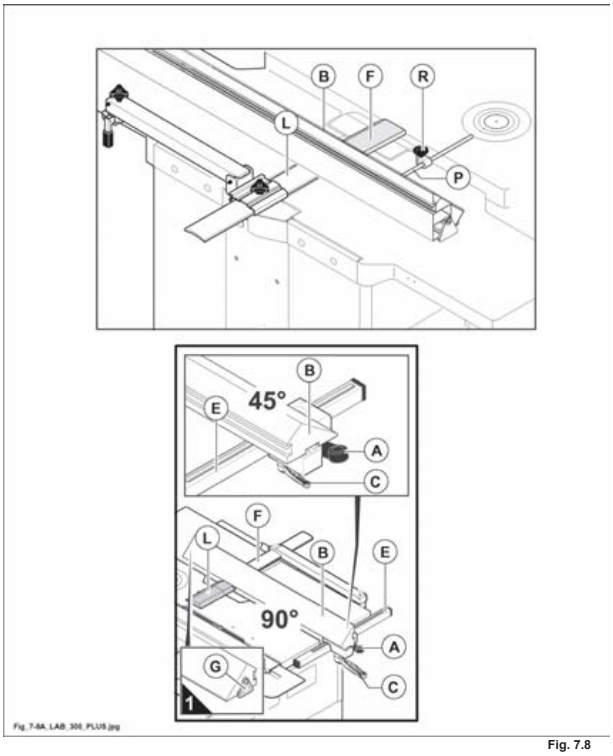

Fig. 7.8
le protezioni (F fig. 7.8) e (L fig. 7.8) devono essere sempre posizionate sull'albero pialla durante la lavorazione.
- Sbloccare la leva (A fig 7.8) e muovere manualmente la guida (B fig. 7.8) nella posizione voluta; ribloccare la leva (A fig. 7.8).
assicurarsi della perfetta pulizia della barra di scorrimento (E fig. 7.8).
la guida (B fig. 7.8) può assumere due posizioni rispettivamente a 90° e 45°.
- Sbloccare la leva (C fig 7.8) per portare la guida (B fig. 7.8) nelle posizioni sopracitate; ribloccare la leva (C fig. 7.8).
- A regolazione eseguita portare il fermo guida (P fig. 7.8) in battuta sulla guida filo (B fig. 7.8) e serrare il pomello (R fig. 7.8).
accertarsi sempre che il distanziale in plastica (G fig. 7.8) sia posizionato come indicato in figura (1 fig. 7.8); questo per evitare interferenze fra la guida (B fig. 7.8) e l'albero pialla.